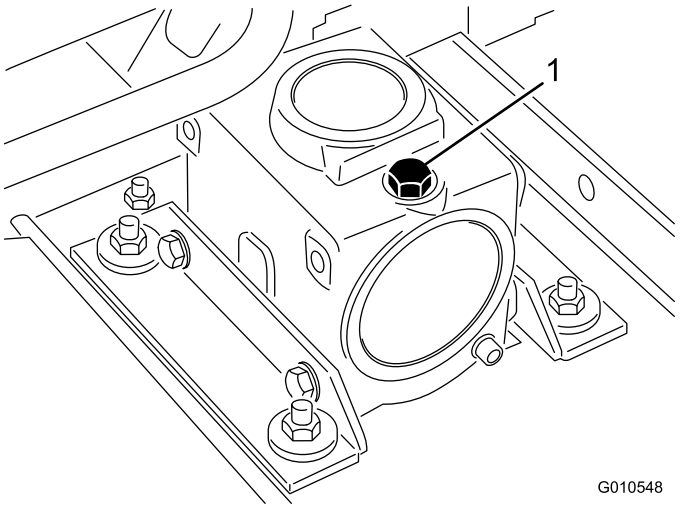

Figur 16
2. Ställ maskinen och klippenheten på en plan yta och sänk ned klippenheten. Ta ut oljestickan/påfyllningspluggen från övre delen av växellådan (Figur 16) och kontrollera att oljenivån ligger mellan markeringarna på oljestickan. Om oljenivån är låg fyller du på olja av typen SAE 80-90 tills nivån ligger mellan markeringarna.